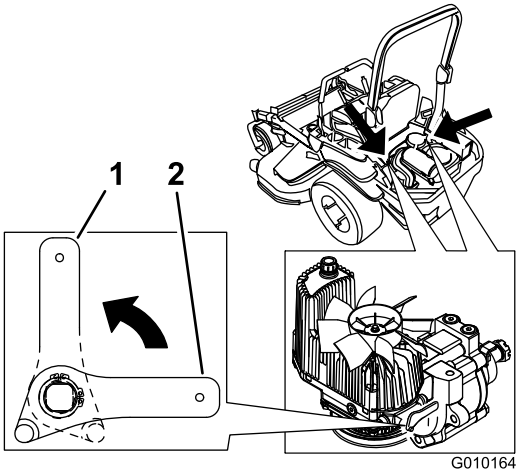

Figuur 37
2. Draai de vrijgavehendels verticaal om de machine te duwen. Hierdoor kan de hydraulische vloeistof worden omgeleid zodat de wielen kunnen draaien (Figuur 37).
4. Draai de vrijgavehendels horizontaal om de machine te gebruiken (Figuur 37).